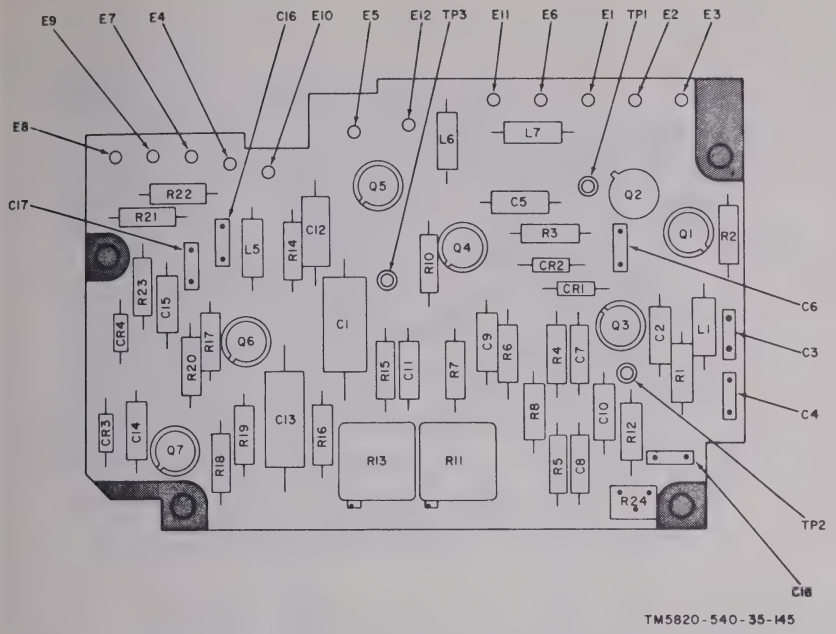
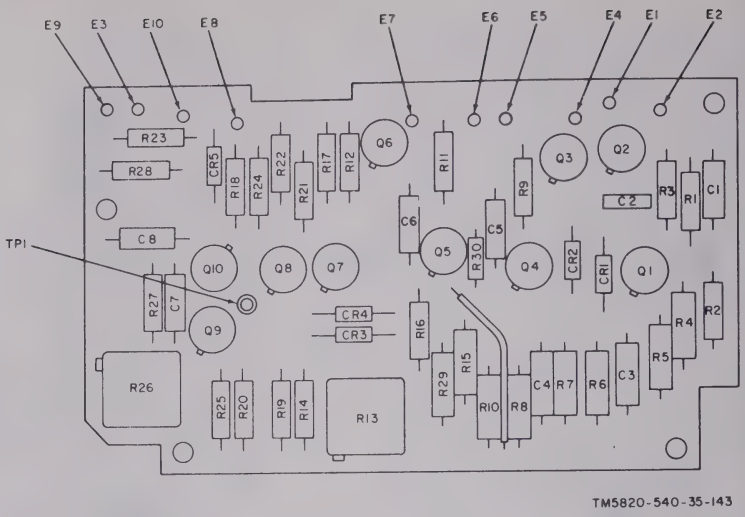

Figure 4-89. Modulation eliminator 1RE1A3A1, parts location.
Figure 4-90. Electrical synchronizer 1RE1A3A3, parts location.
No timing pulse indication; no regenerated pcm indication.	*a.* Check the –12v dc supply at E6 and E12 of 1RE1A3A1 (fig. 4-89). If indication at E6 is normal but abnormal at E12, check L6 (1RE1A3A1) for open circuit. *b.* Check the +12v dc supply at E11 and E1 of 1RE1A3A1. If indication at E1 is abnormal, check L7 (1RE1A3A1) for open circuit. *c.* Set oscilloscope to internal sync; if timing pulse display appears, isolate defective stage in pcm signal path by observing waveforms as follows: (1) Check waveforms at E5 and E6 of 1RE1A3A3 (fig. 4-90) as shown in *e* below. If indications are abnormal, check waveforms at Q1 through Q5 (1RE1A3A3). Check resistances in isolated stage as described in *f* below. (2) If indications at E5 and E6 above are normal, check waveforms at Q6 through Q9 and at TP1 (1RE1A3A3), and measure voltages at
b. If regenerated pcm jittering is observed adjust R26 (1RE1A3A3) (fig. 4-90) to reduce jitter.